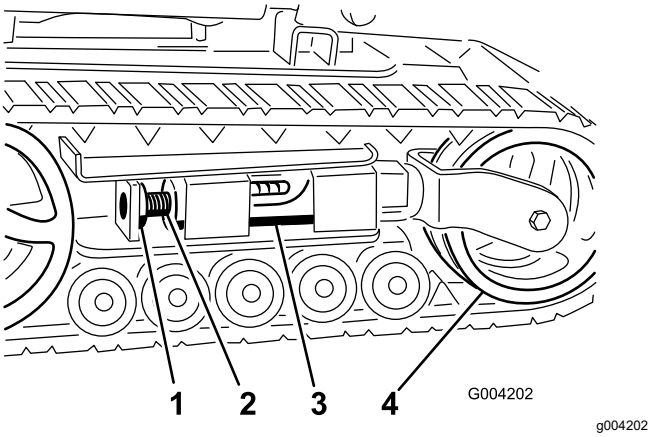
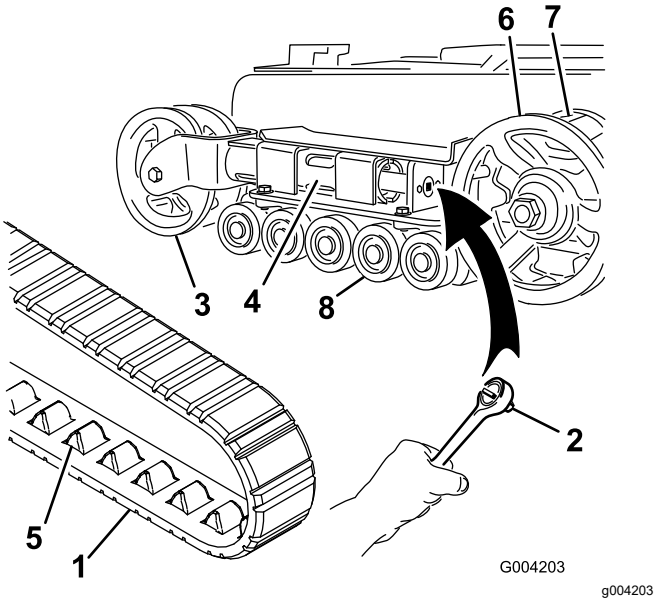
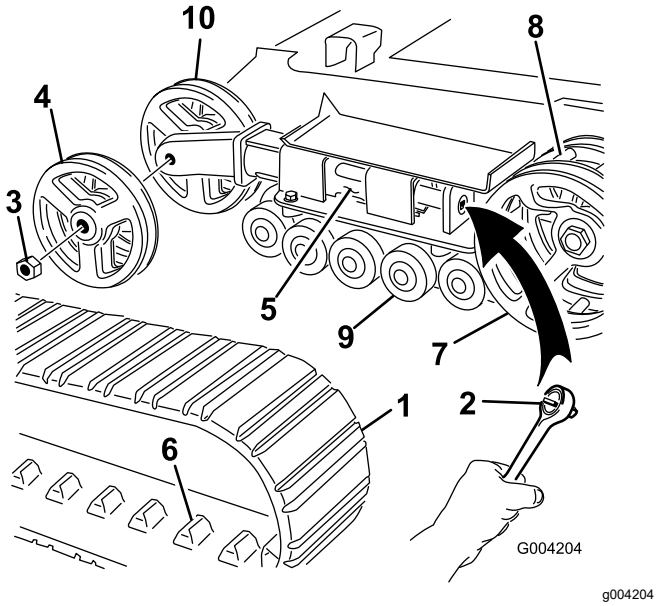

Figuur 47
Figuur 48
Figuur 49
4. Verwijder de borgbout en de moer (Figuur 47).
6. Lijn de dichtstbijzijnde inkeping in de spanschroef uit met de opening van de borgbout en bevestig de schroef met de borgbout en moer (Figuur 47).
Opmerking: U hebt smalle banden als de voorste spanwielen gemonteerd zijn in een vork aan het uiteinde van de spanbuis (Figuur 48).
5. Gebruik een dopsleutel van ½" en verminder de spanning door de spanschroef rechtsom te draaien (Figuur 47 en Figuur 48).
6. Duw het spanwiel in de richting van de achterzijde van de eenheid zodat de spanbuis het frame raakt (Figuur 48).
8. Als de rupsband van het spanwiel af is, verwijdert u de band van de kettingwielaandrijving en de wegwielen (Figuur 48).
9. Begin bij de kettingwielaandrijving en plaats de nieuwe rupsband rond de aandrijving. Controleer of de aansluitpunten tussen de tandwielen op de aandrijving passen (Figuur 48).
10. Duw de rupsband onder en tussen de wegwielen (Figuur 48).
Opmerking: U hebt brede banden als de voorste spanwielen gemonteerd zijn aan de zijkanten van het uiteinde van de spanbuis (Figuur 49).
5. Gebruik een dopsleutel van ½" en verminder de spanning door de spanschroef rechtsom te draaien (Figuur 47 en Figuur 49).
6. Duw het spanwiel in de richting van de achterzijde van de eenheid zodat de spanbuis het frame raakt (Figuur 49).
7. Verwijder de moer waarmee het buitenste spanwiel is bevestigd en verwijder het wiel (Figuur 49).
8. Verwijder de rupsband (Figuur 49).
9. Verwijder de moer waarmee het binnenste spanwiel is bevestigd en verwijder het wiel (Figuur 49).
13. Monteer het binnenste spanwiel en zet het vast met de moer die u eerder hebt verwijderd (Figuur 49).
15. Plaats de nieuwe rupsband en zorg ervoor dat de aansluitpunten van de rupsband goed tussen de tandwielen in het midden van de kettingwielaandrijving passen (Figuur 49).
16. Monteer het buitenste spanwiel en zet het vast met de moer die u eerder hebt verwijderd (Figuur 49).
6. Plaats de ingevette wegwieldop op de kop van de bout (Figuur 48).
7. Zet de wegwieldop vast met de snapring (Figuur 48).